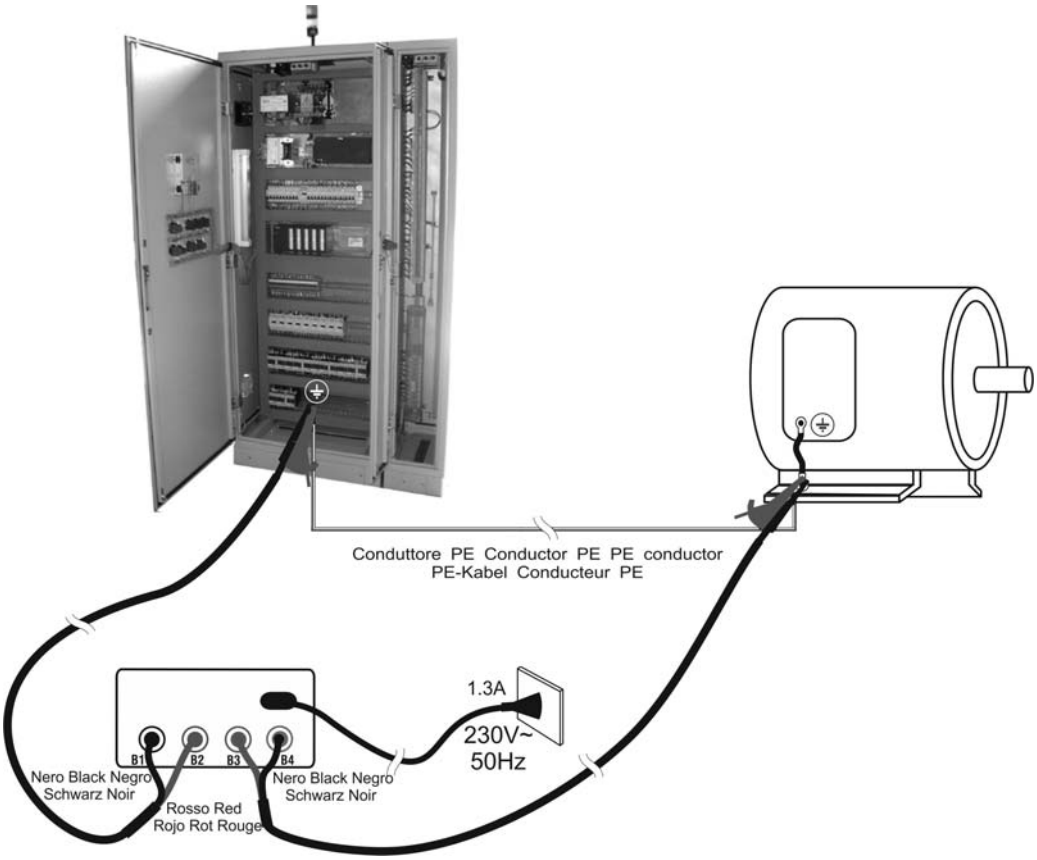

Fig. 6: Collegamento dello strumento nella prova LOWΩ10AE204
4. Collegare i connettori del cavo di misura C7000 fornito in dotazione ai terminali di ingresso dello strumento **B1** (Nero)**, B2** (Rosso)**, B3** (Rosso)**, B4** (Nero) e i terminali a coccodrillo all'oggetto in prova come indicato nella Fig. 6